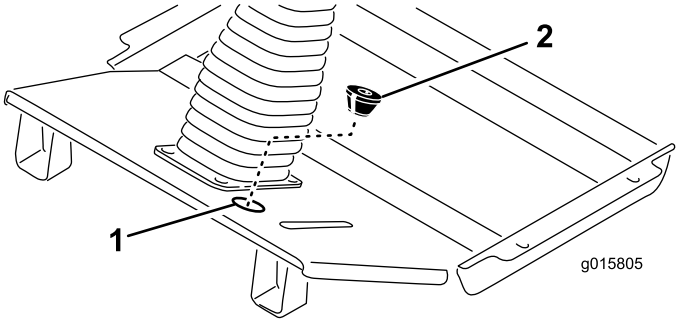

Figuur 11
- Leid de kabelboom met de (5) connectors naar boven langs de stuurkolom en sluit ze aan op de juiste connectors. Bevestig de kabelboom met kabelbinders aan de stuurkolom.
- Breng de rest van de kabelboom door het gat in de vloerplaat (Figuur 11).
- Snij een gleuf in de bijgeleverde pakkingring en snij de onderste opening uit (Figuur 11). Breng de pakkingring met het kegelvormige uiteinde naar beneden rond de kabelboom en steek de pakkingring in het gat in de vloerplaat.